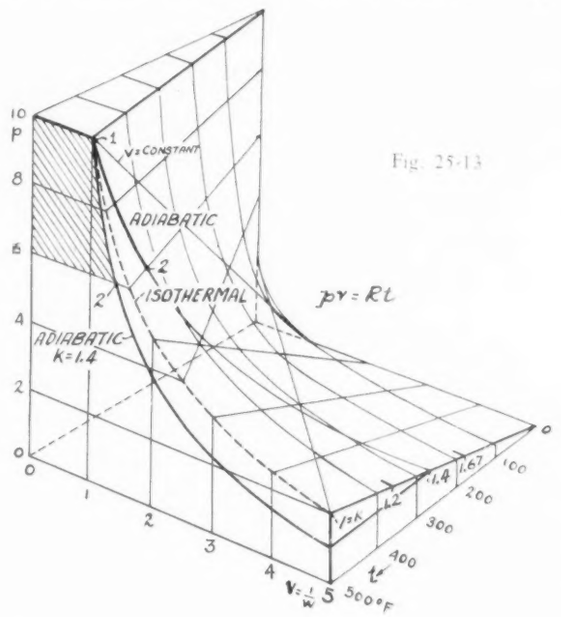

Fig. 25-13
as is apparent from Fig. 25-13, R being the gas constant, i. e. the number of ft. pdls. required to increase the temperature of one pound of gas 1° F. The external energy change is $(1/w)(p_1 - p_2)$ and the heat change is, again from the graph, $c_v (1/w_1 R)(p_1 - p_2)$, so that the net change of potential energy is as before in (7) and (16).
As far as accelerating the fluid goes, the pv path tells the story, as was brought out in Section 1. Fig. 25-13 shows that the trace of the expansion path on the pv plane is only one part of the story of the interchange of energy from heat to velocity. In many explanations of the specific heats at constant volume and constant pressure, the statement occurs that no change of energy, other than internal, occurs unless the specific volume changes. Of course, when the fluid itself is flowing from one pressure to a lower, this is not so, as was brought out earlier in this Section.
Referring again to Fig. 25-13, the adiabatic flow path is seen to vary for gases of different specific heat ratios, the highest ratio being 1.67 for monatomic gases, 1.4 for diatomic gases (air e. g.), and on down to 1.25 for a gas having 6 atoms per molecule, 1.2 being shown on this graph. The reason for the variation may be grasped by considering that when the molecules collide they acquire different amounts of total kinetic energy, upon an increase of temperature, depending upon whether the molecules are spherical or spin upon collision. The monatomic molecules merely exchange translational energy upon collision, while a molecule of a diatomic gas has (on the average) rotational energy involved when a spin is set up about an axis transverse to that between the centers of the atoms. A triatomic gas molecule can spin about any axis upon a collision; and the molecules of gases having higher numbers of atoms per molecule merely have slightly differing moments of inertia about their different axes and a slightly higher net average moment of inertia for purposes of energy computation. This situation is reflected in the following table of specific heat ratios for the several atomic numbers listed as calculated by Nusselt. The specific heat ratio for steam is practically 1.3, as regards flow metering calculations.*
As the pressure ratio drops, the velocity increases through the throat of a nozzle while, at the same time, the fluid density w_2 there drops. With negligible velocity of approach, the resultant mass-rate of flow reaches a maximum when $p_2/p_1 = [2/(k+1)]^{k/(k-1)}$ ($= 0.53$ closely for $k = 1.4$ for air, *e. g.*) from these factors. When this occurs, the acoustic velocity (that for sound) is reached at the throat. In Fig. 25-13, the paths are drawn in below the 0.5 pressure ratio, although actually they will not extend down quite so far with nozzles for the usual ratios of diameters.